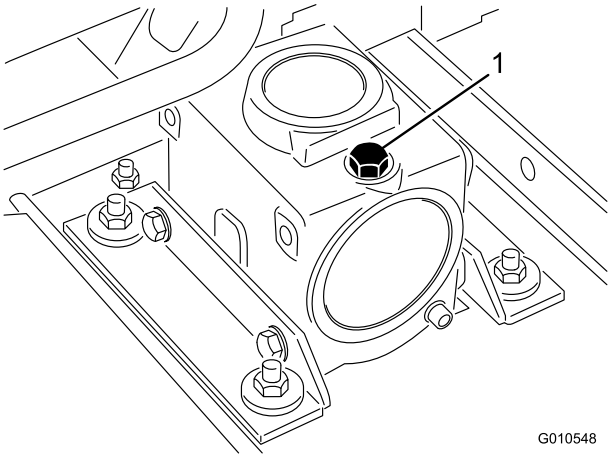

Figur 13
2. Ta ut peilestaven/fyllpluggen fra toppen av girkassen (Figur 13), og kontroller at oljenivået er mellom merkene på peilestaven. Hvis nivået er lavt, må du fylle på olje til nivået er mellom merkene.